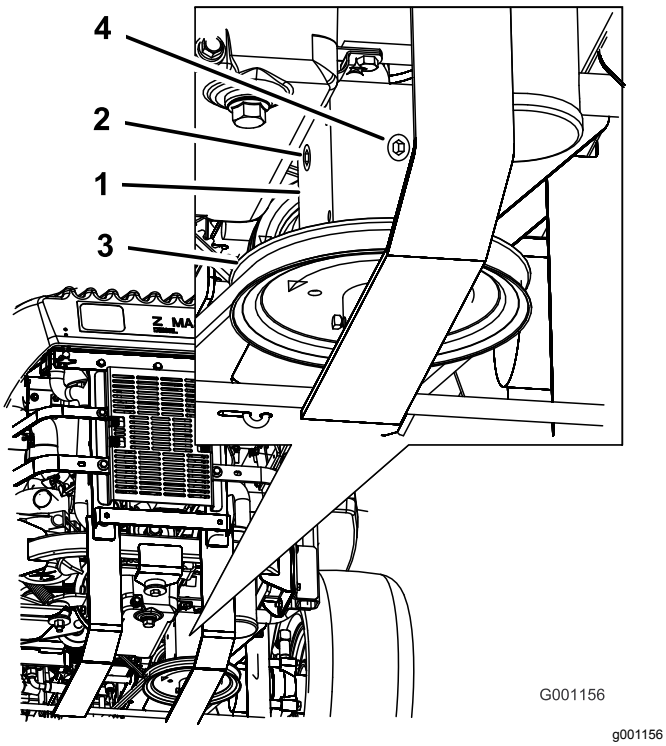

Figuur 80
3. Verwijder de plug aan de zij- of achterkant van de tandwielkast (Figuur 80).